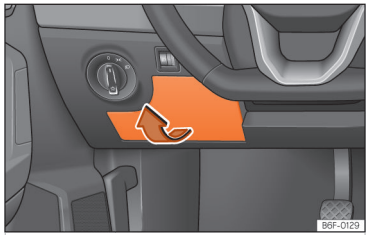

Abb. 167 Auf der Fahrerseite in der Instrumententafel: Abdeckung des Sicherungskastens.
- *Öffnen:* Die Abdeckung des Sicherungskastens in Pfeilrichtung abnehmen ››› **(Abb. 167)**.